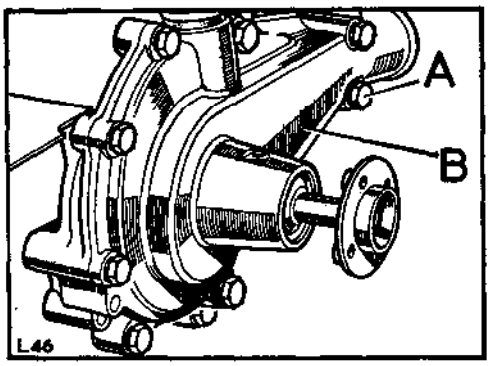

**Fig. A3-36. Location of water pump fixings**
4. Then fit water pump to cylinder block by tilting it on to the dowels, ensuring that the 'O' ring is not dislodged. Secure pump with the fixings, referring to Fig. A3-36 for location details.